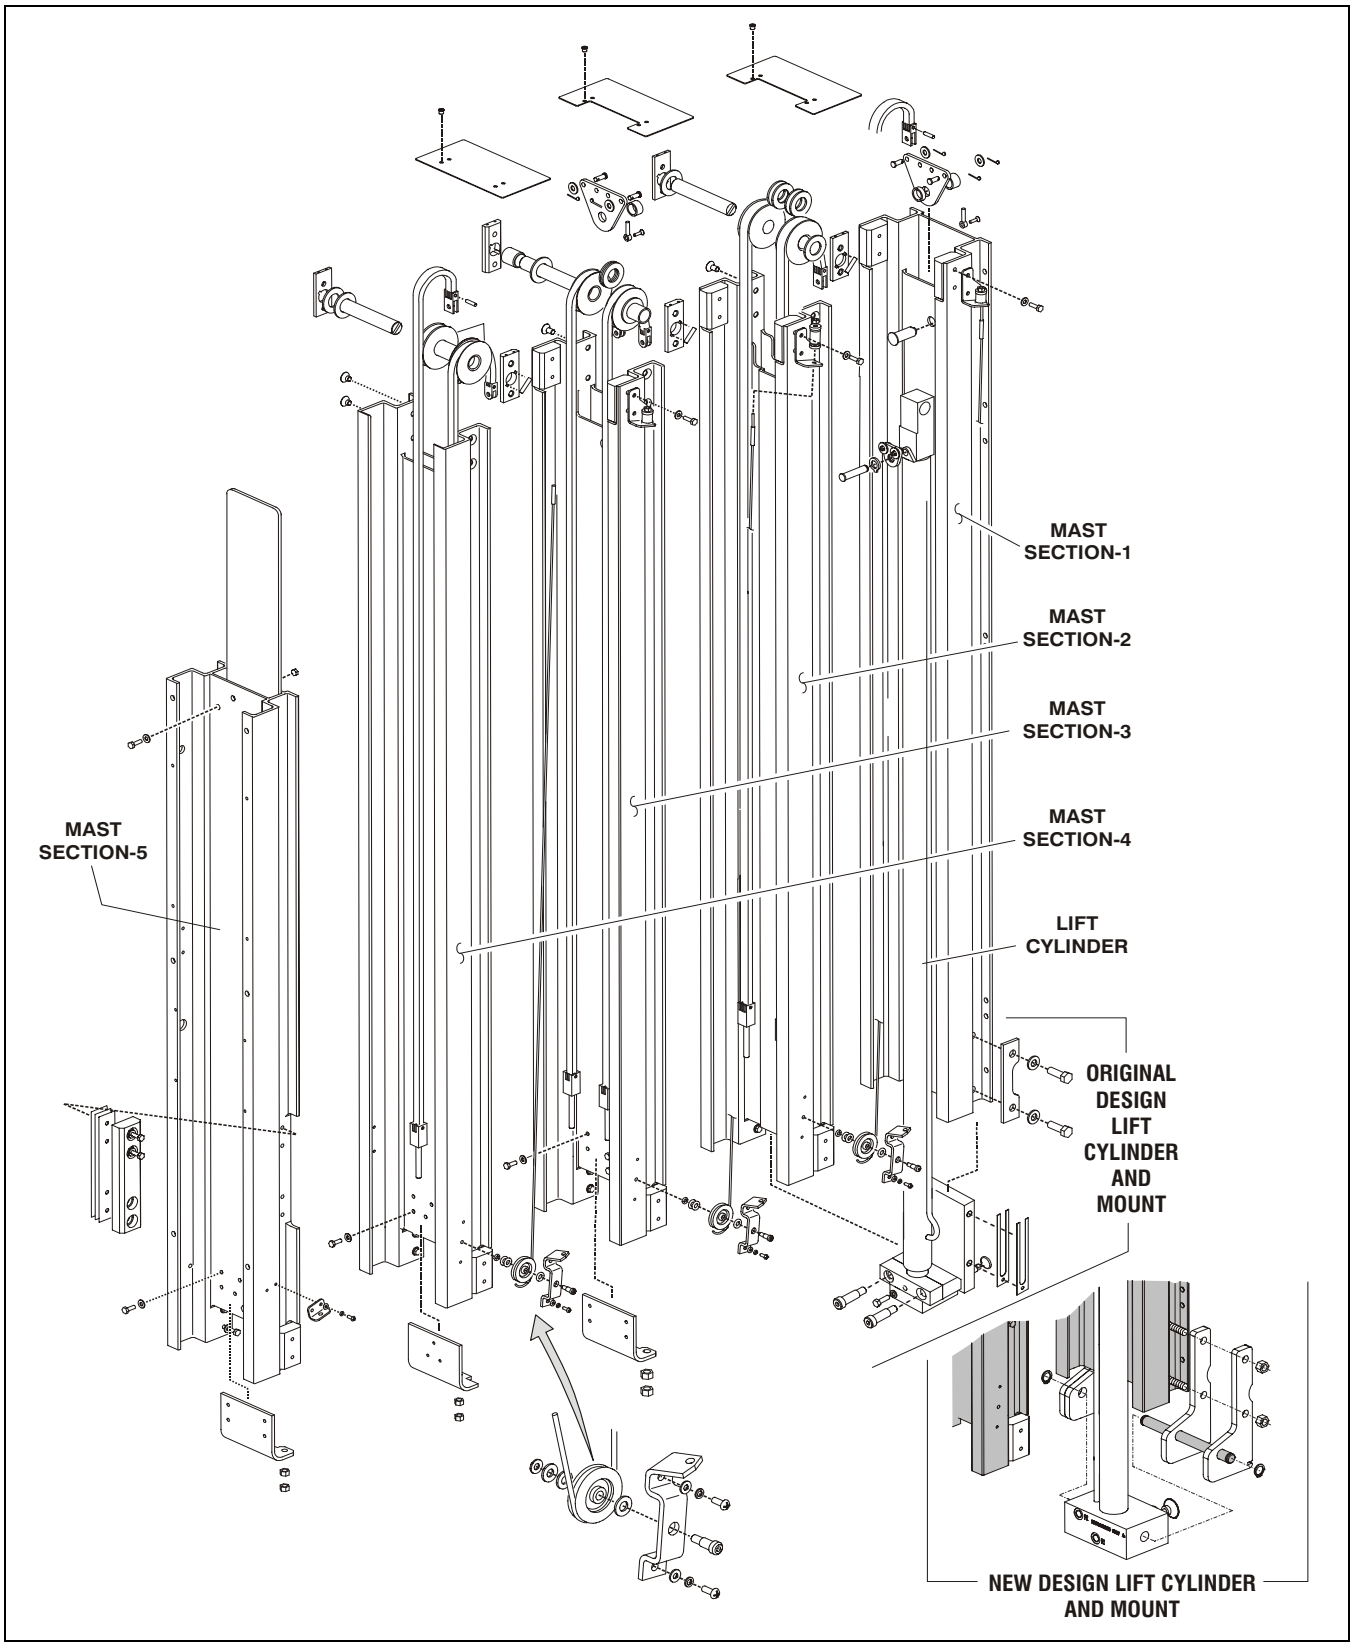
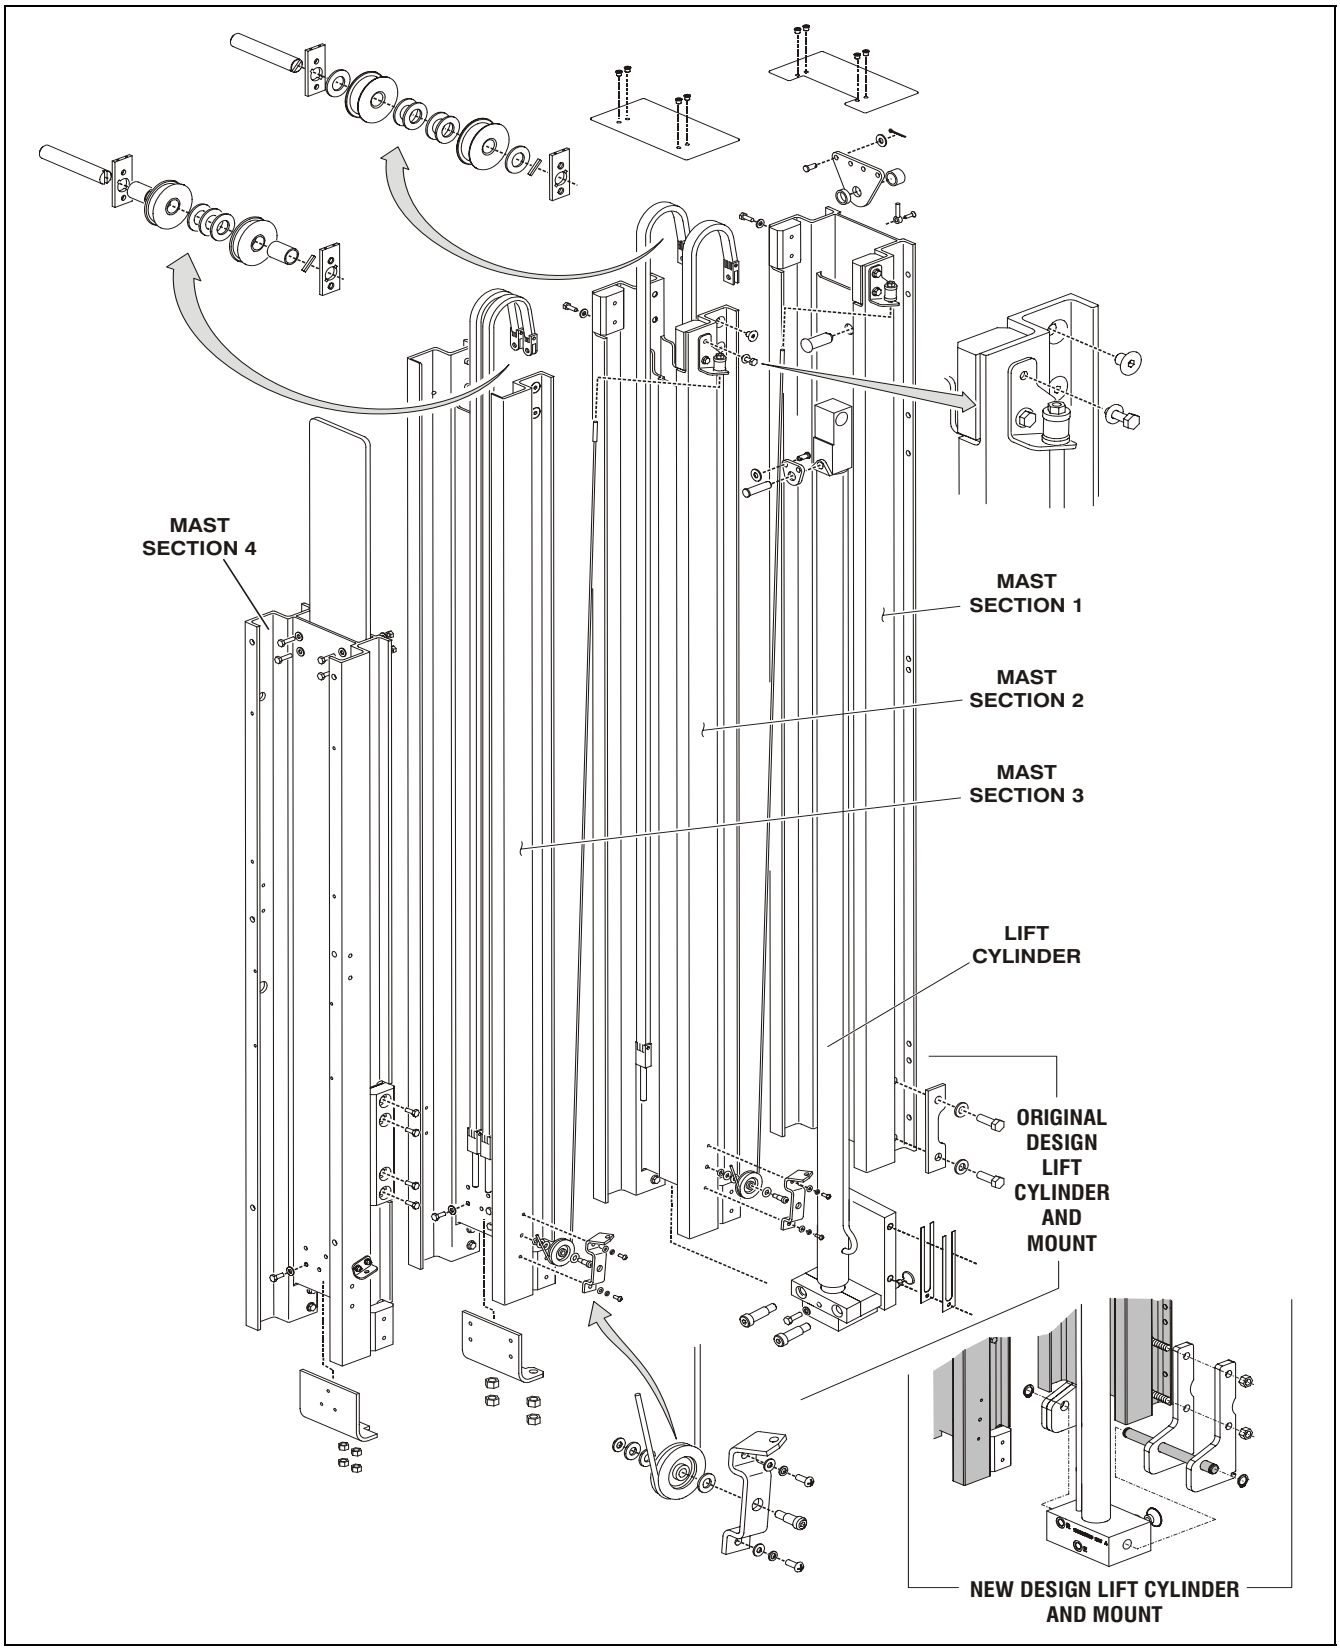
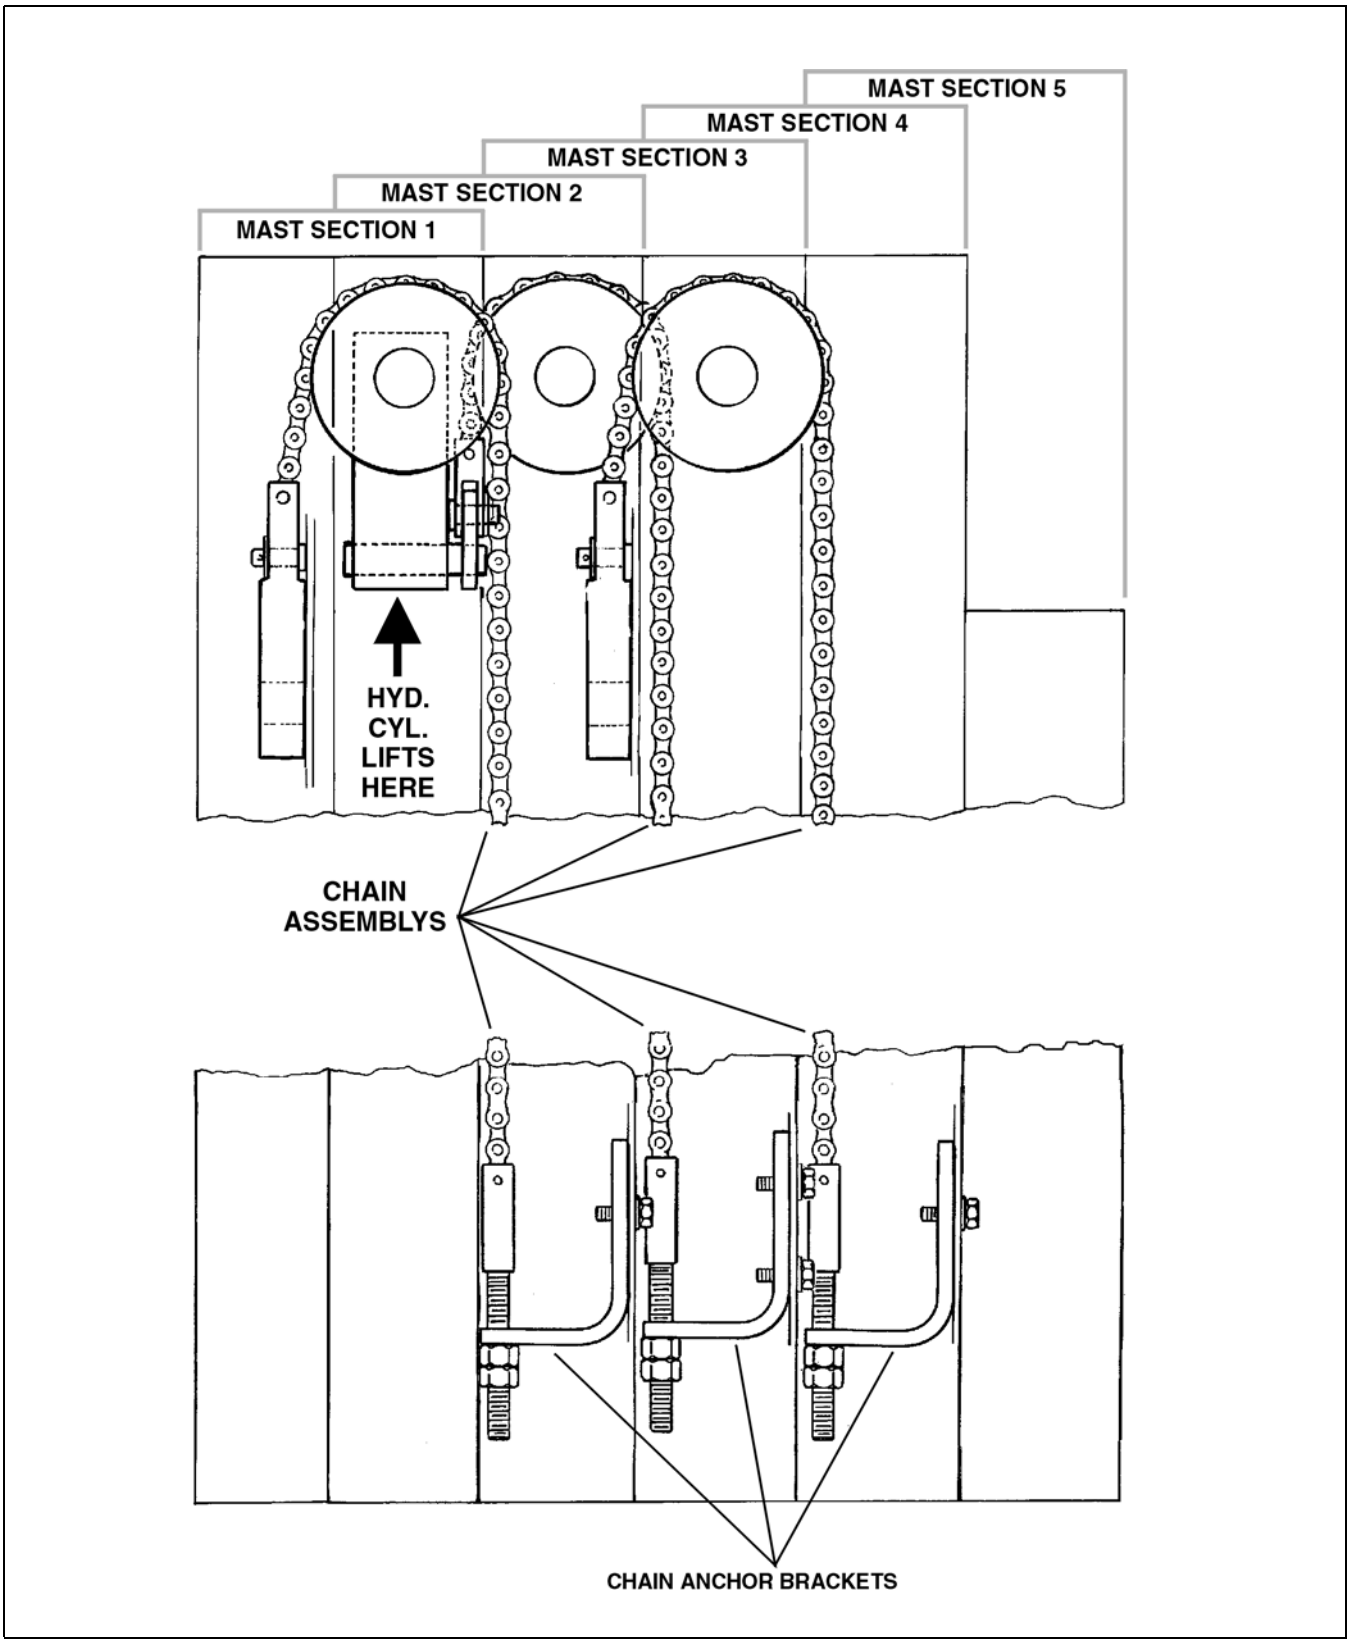

Figure 2-3. 15SP Mast Assembly Components. (5 Section)
Figure 2-4. 12SP Mast Assembly Components. (4 Section)
Figure 2-5. Mast Chain Routing Diagram.
NOTE: *The following procedures are used for both the four (4) and five (5) section masts. When referring to the mast sections in these procedures a split mast section number like 4/5 will refer to either section-4 or section-5 depending on which applies to your mast assembly. See Figure 2-3. & Figure 2-4.*
(See Figure 2-3., Figure 2-4. & Figure 2-5.)